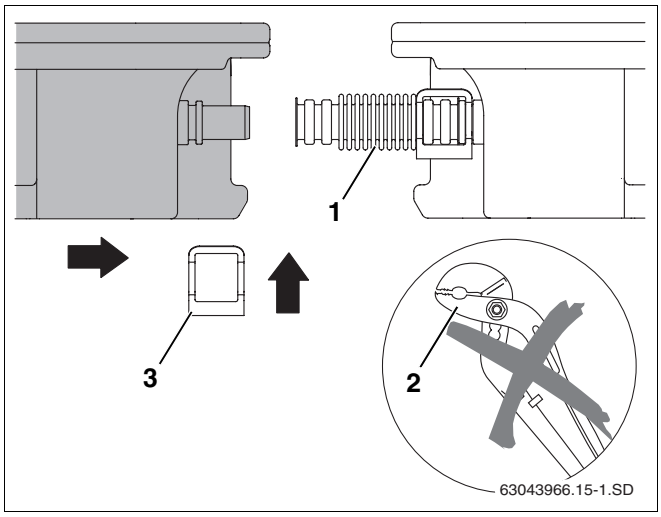

Abb. 46 Zweiten Kollektor an den ersten schieben
- Verwenden Sie keine Hilfswerkzeuge wie z.B. Zangen (Abb. 46, **Pos. 2**). Diese könnten den Wellrohrverbinder unbrauchbar machen.
- Den zweiten Kollektor so an den ersten Kollektor schieben, dass die Kollektoranschlüsse in die vormontierten Wellrohrverbinder (Abb. 46, **Pos. 1**) des ersten Kollektors geschoben werden.
- Zweite Klammer (Abb. 46, **Pos. 3**) über den Wellrohrverbinder und den Kollektoranschluss stecken.